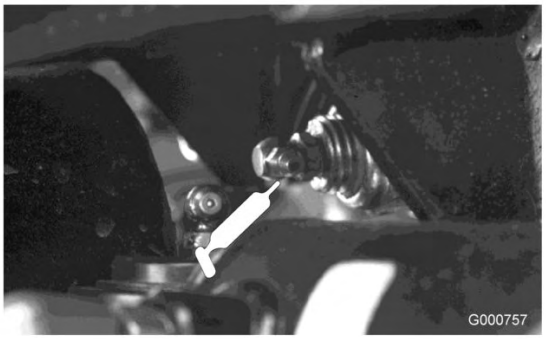

Bild 35
- Hinterachsen-Drehbüchsen (Bild 35)